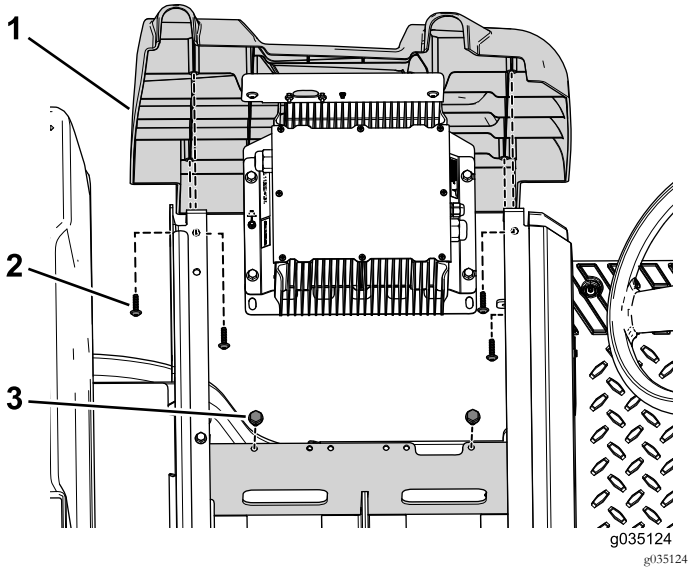

Figuur 55
4. Verwijder de 2 bouten waarmee de laderbeugel is bevestigd aan de accubak (Figuur 55).
5. Verwijder de 4 zelftappende schroeven waarmee de linkerkap aan de machine is bevestigd (Figuur 55).